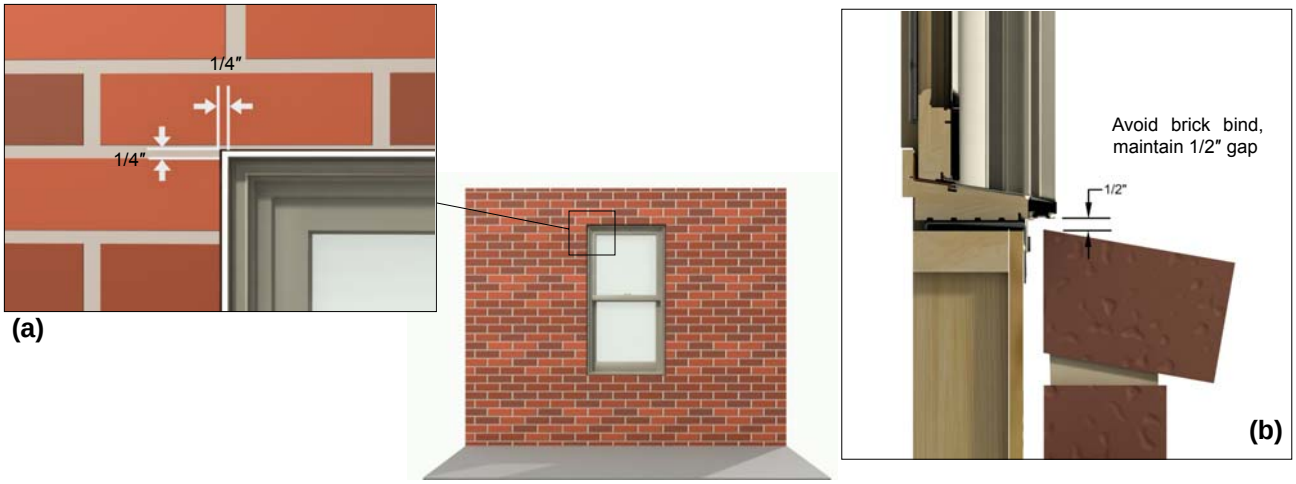

Figure 2 Typical masonry opening.
3. On Double Hung raise the bottom sash and tilt in. Remove the red tabbed vinyl shipping blocks from each side. See figure 2.